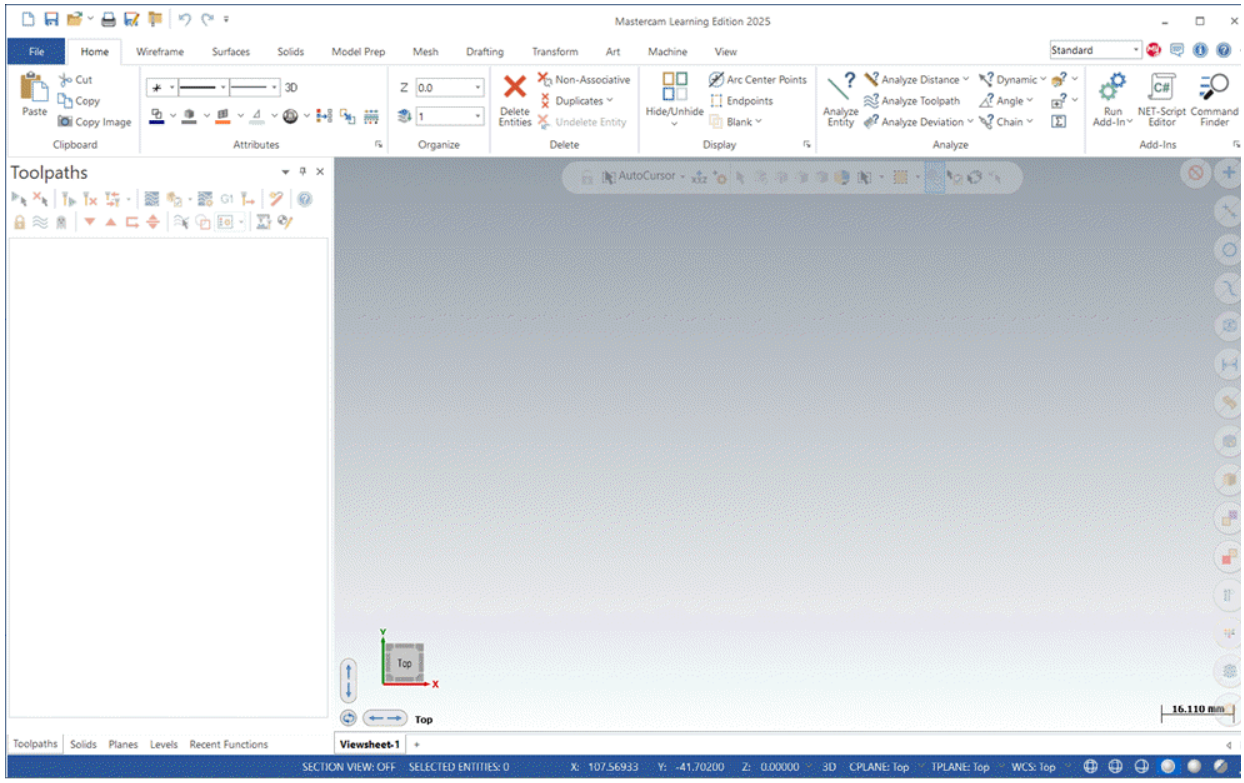

Figure-3. Mastercam Design application window
- Click on the **Mastercam 2025** option from the **Mastercam** folder in the **Start** menu. On first start of application, you will be asked to accept a user agreement. Select the check box and click on the Continue button from agreement dialog box. The Mastercam Design application window will be displayed; refer to Figure-3.